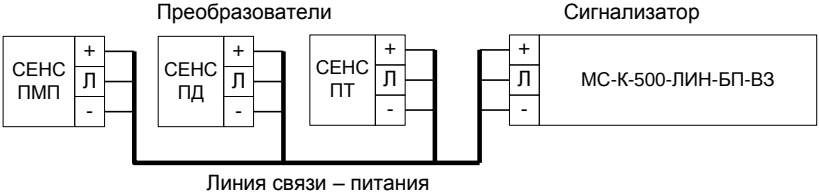

Рисунок 7
2.3.1 Сигнализатор соединяется по трем проводам с общей линией питания-связи системы СЕНС так же, как и все устройства СЕНС (рисунок 7).